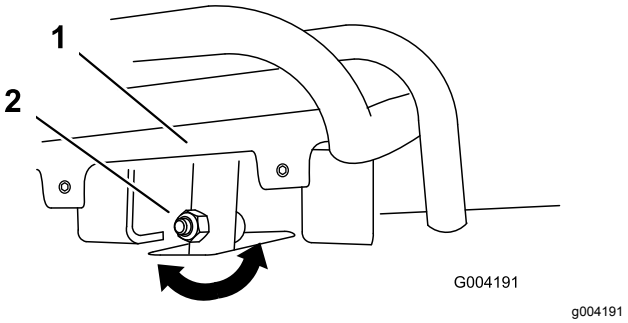
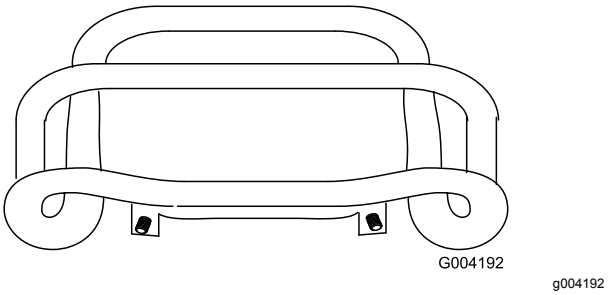

Figur 49
Figur 50
4. Om drivreglagets främre del inte ligger tätt intill och i rät vinkel mot referensstaven lossar du muttern och skruven på drivreglagets skaft (Figur 49).
5. Justera drivreglaget så att det ligger tätt intill mot referensstaven när det dras rakt bakåt (Figur 49 och Figur 50).
C. Lossa flänsmuttern och skruven på drivreglagets skaft (Figur 49).
I. Justera drivreglaget så att det ligger tätt intill mot referensstaven när det dras rakt bakåt (Figur 49 och Figur 50).